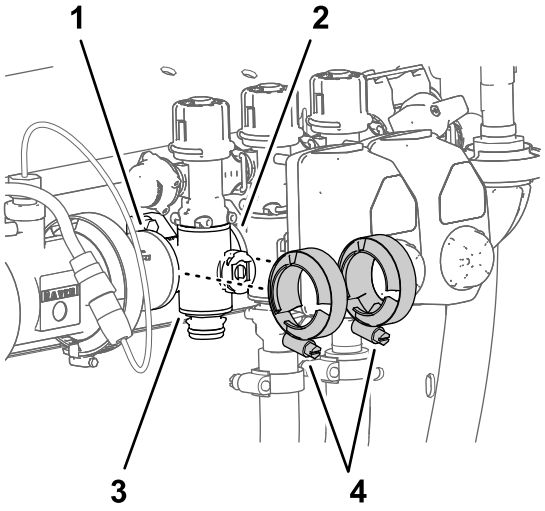

Figure 119
4. Loosely assemble the flange clamps that you removed in Removing the Section-Manifold Valve (page 80) to the flanges of the section-valve manifold and the flanges of the other section-valve (s) and/or coupling adapter (Figure 119).
7. Tighten the 2 flange clamps by hand (Figure 119).